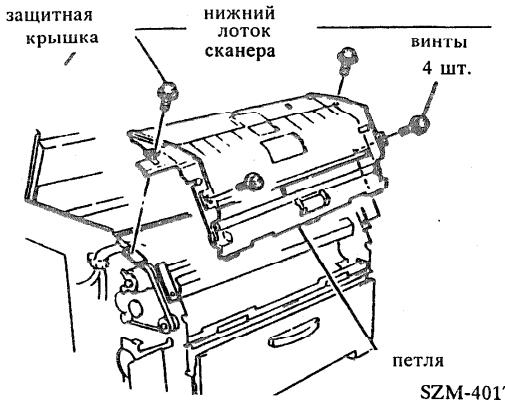

Рисунок 5. Нижний лоток сканера
Разборка (Рисунок 5)
8. Выверните четыре винта, крепящих нижний лоток сканера (рис. 5).